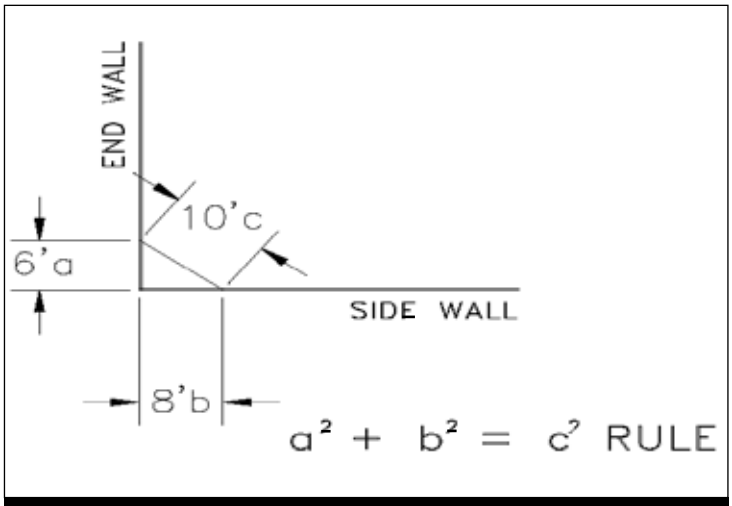
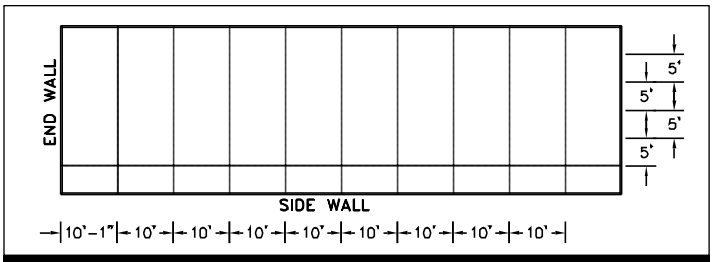

Fig. 2 - Right Triangle Method
Fig. 4 - Squaring The Lines
6.13 Check slab squareness using a transit, if available, or by the "right triangle method," (see fig. 2). Start at one corner of the slab and mark 6 feet [1.83m] in one direction and 8 feet [2.44m] in the other. Measure the distance from the 6-foot mark to the 8-foot mark. If the slab is square, the distance between marks should be 10 feet [3.05m]. Check for squareness by measuring the diagonals of the slab. A nice square slab will have both diagonal measurements within 1/4" of each other. If the slab is more than 1/4" out of square, adjustments must be made when assembling the structure. (sec 9.1)
9.3.1 (*see fig. 4*) First, measure along the chalk line 10 '1" in from the end wall of the slab. Next, construct a "6-8-10" triangle on the 10-foot mark and extend a chalk line from edge-to-edge across the short slab dimension (width) (*see fig. 2).*